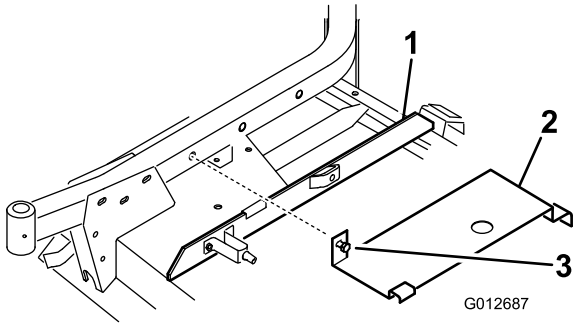

Figure 24
1. Insert a trim molding onto the right bridge bar, so the side of the spring bracket is 4 inches (10 cm) to the far edge of the trim molding (Figure 24).
2. Hook the rear of the deck cover (Figure 24) onto the rear channel pin while aligning the cover mounting bolt with the hole in the right castor arm. The cover